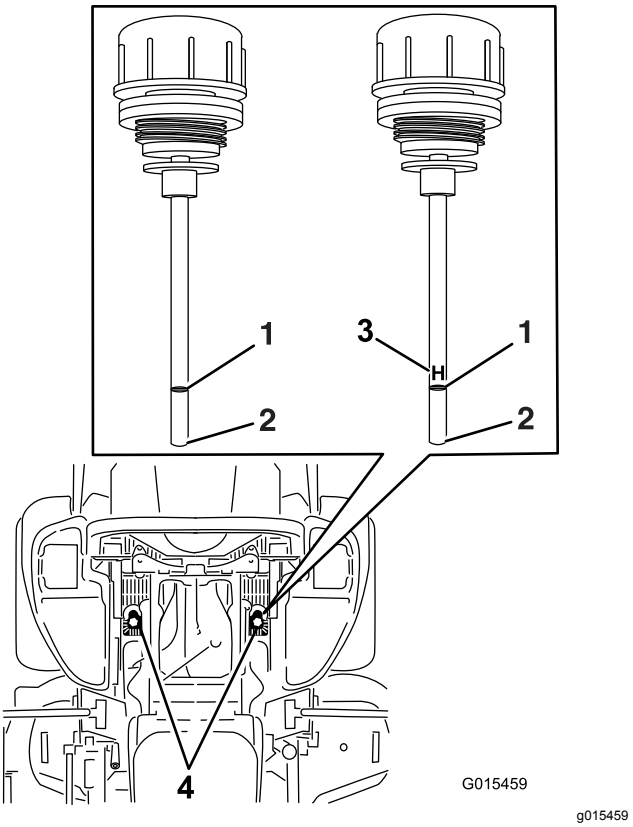

Figur 81
6. Rengör området runt oljestickorna i hydraulsystemets tankar (Figur 81).
7. Ta bort en oljesticka från hydraultanken (Figur 81).
9. Ta ut oljestickan och titta på änden (Figur 81).